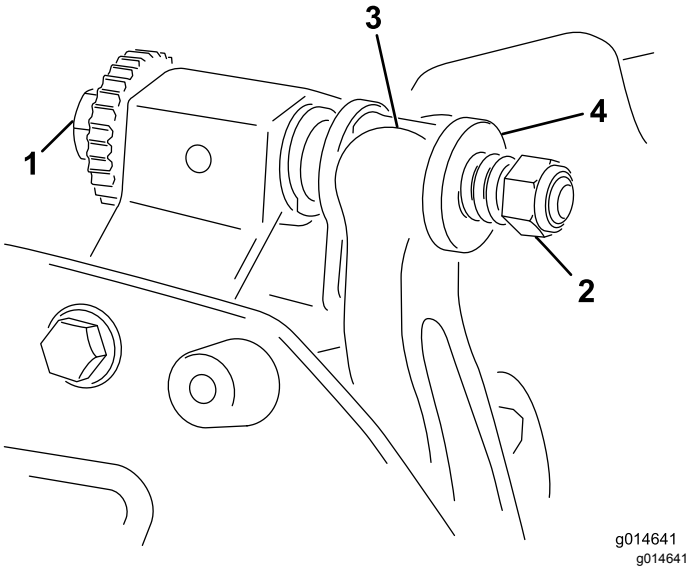

**Figur 19**
1. Vrid underknivsstångens justerskruv motsols, så att underkniven förs bort från cylindern (Figur 19).
2. För fjäderspänningsmuttern bakåt, tills brickan inte längre är spänd mot underknivsstången (Figur 19).